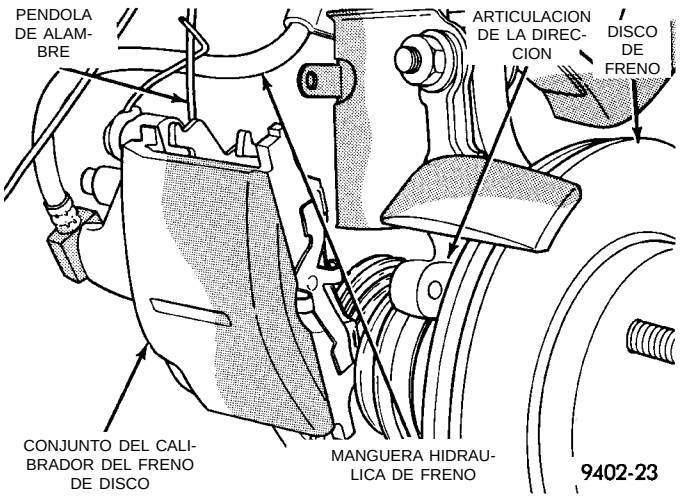

Fig. 7 Calibrador de frenos correctamente apoyado
(7) Soporte el conjunto calibrador/adaptador de frenos mediante un gancho de alambre, **no por la manguera flexible de frenos** (Fig. 7).